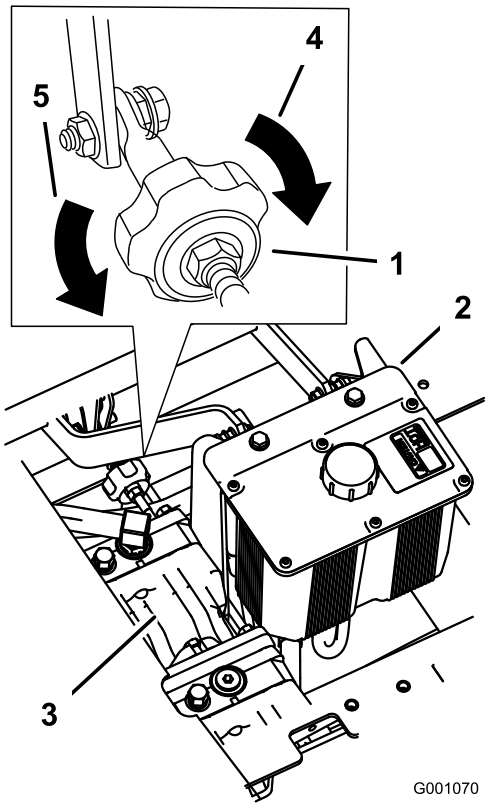

**Figuur 78**
2. U stelt de lengte van de pompstang af door de knop in de juiste richting te draaien totdat het wiel stilstaat of iets achteruit kruipt (Figuur 78).